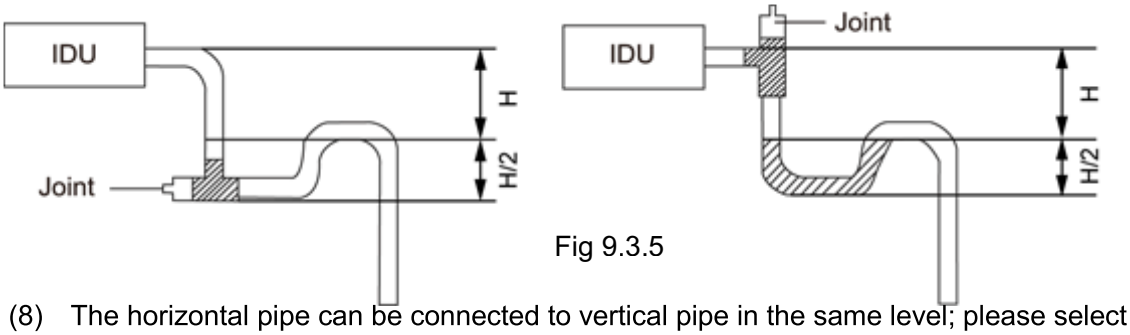

Fig 9.3.5
(5) Install the trap as shown in following Fig 9.3.5
(6) Install one trap for each unit.
(7) Convenience for cleaning trap in the future should be considered when installing it.